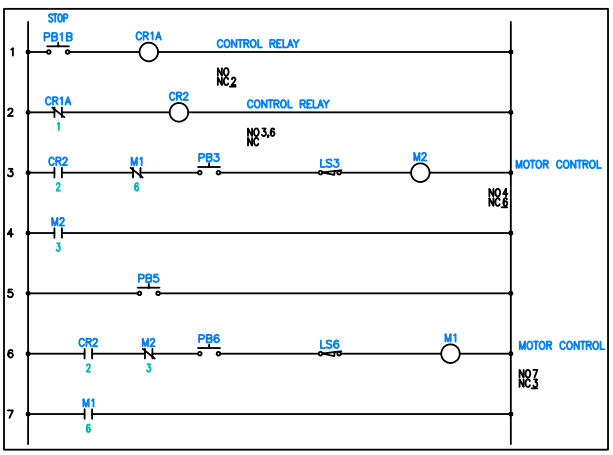

Figure 6-53 *M2 moved to a different location*
3. Enter **13,13** at the Command prompt and press ENTER; M2 is moved to a new location in rung 6, as shown in Figure 6-53.